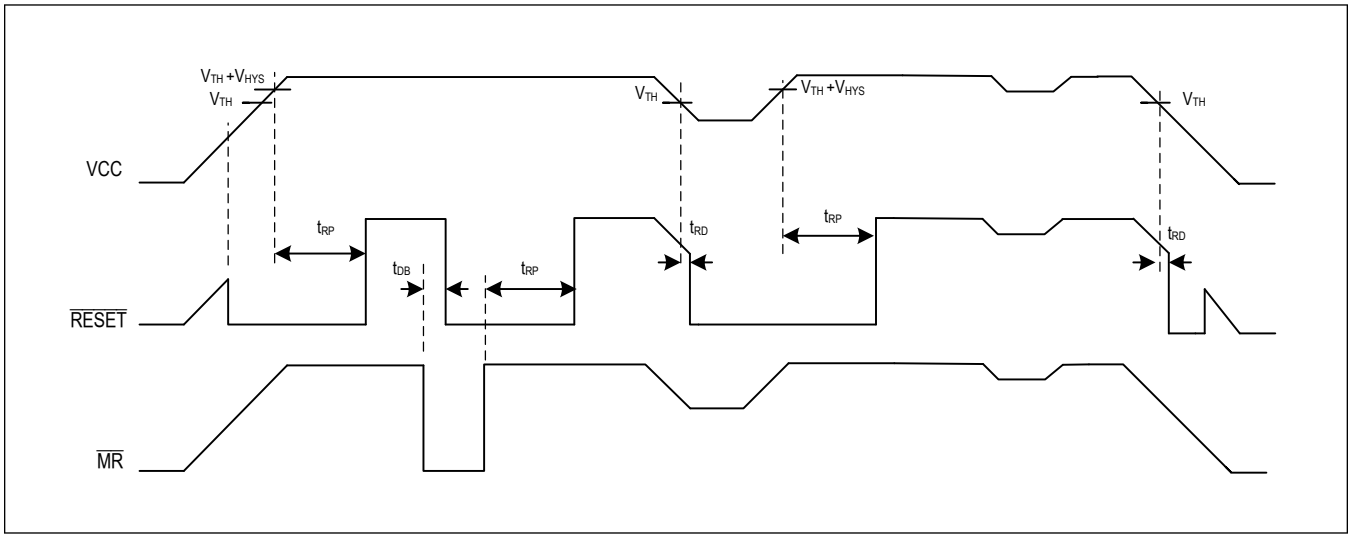

Figure 1. RESET and MR Timing Diagram
The MAX16143/MAX16145/MAX16147/MAX16149 operate with a VCC supply voltage from +3.3V to +14V, with monitoring range of +3.3V to +11.6V. V_{CC} has a rising threshold of V_{TH} + V_{HYST} and a falling threshold of V_{TH}. When V_{CC} rises above V_{TH} + V_{HYST} and the manual reset input is in an inactive state, RESET deasserts after the reset timeout period (t_{RP}). See the timing diagram in Figure 1. When V_{CC} falls below V_{TH}, the reset output asserts low after a fixed delay (t_{RD}).
The MAX16143/MAX16145/MAX16147/MAX16149 are microprocessor supervisory circuits that assert a reset to prevent code-execution errors during power-up, power- down, and brownout conditions. The reset output asserts when the V_{CC} voltage falls below the factory-set threshold, V_{TH}. The reset output de-asserts after the reset timeout (t_{RP}) when V_{CC} voltage rises above the reset threshold plus the hysteresis voltage, (V_{TH} + V_{HYST}). The reset output is guaranteed to be at the correct logic voltage for VCC voltage down to 1.3V. See Figure 1 for details.
Many systems require manual reset capability, allowing the operator, a test technician, or external logic circuitry to initiate a reset. The MAX16143/MAX16145/MAX16147/ MAX16149 provide this capability by featuring an manual reset input (MR). When a manual reset is initiated, the reset output asserts and remain asserted as long as the manual reset input is in active state. Reset deasserts after reset timeout when the manual reset input is released. Figure 1 shows the behavior of the manual reset configured as active-low, with 50kΩ pull ($\overline{MR}$). See *Selector Guide* for available options.